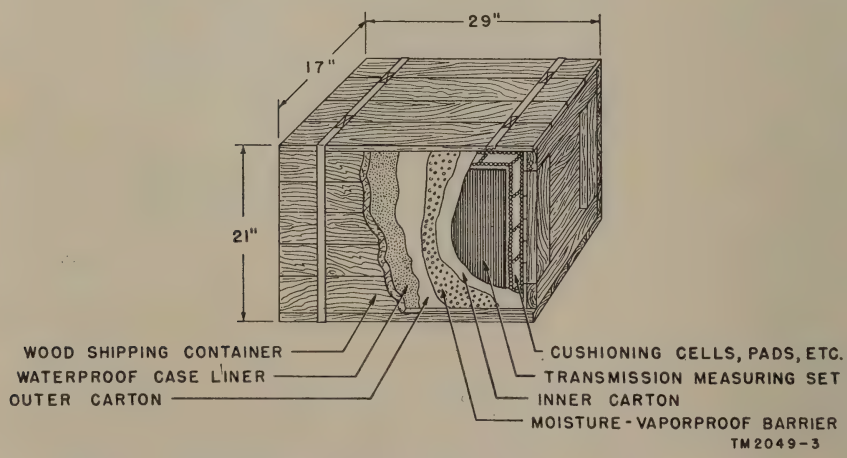

Figure 4. Packaging of Transmission Measuring Set TS–569/FT.
a. When packing for export shipment, place Transmission Measuring Set TS–569/FT in moisture-vaporproof containers and pack in a wooden crate. A cutaway view of a typical set packed for export is shown in figure 4. The size, weight, and volume of the packed equipment are given in the following chart:
a. UNCRATING, UNPACKING, AND CHECKING. Equipment may be shipped in oversea packing cases or in domestic packing cases and sometimes in its own carrying case. When new equipment is received, select a location where the equipment may be unpacked without exposure to the elements. When uncrating and unpacking Transmission Measuring Set TS–569/FT (fig. 4), be careful not to injure the equipment by thrusting tools into the interior of the container. Do not damage the packaging material more than necessary. After the test set has been unpacked, store the inside packaging material in the shipping container for future use. Equipment shipped in its own carrying case requires no special unpacking instructions aside from checking to determine that the equipment is not damaged.
b. STEP-BY-STEP INSTRUCTIONS FOR UNCRATING AND UNPACKING EXPORT SHIPMENTS (fig. 4).
(1) Cut and fold back the metal straps.
(2) Remove the nails with a nail puller and lift off the top of the shipping container.
(3) Cut the tape and seals of the case liner so that the waterproof paper is damaged as little as possible.
(4) Lift out the fiberboard pads used for blocking and bracing the equipment.
(5) Lift out the packaged test set. Carefully remove the waterproof wrap.
(6) Cut the tape sealing the top flaps of the carton in such a way as to leave the carton undamaged. Open the carton and remove the moisture-vaporproofed package.
(7) Cut off the moisture-vaporproof barrier. Remove the inner carton.
(8) Open the inner box and remove the top cushioning cells and/or pads. Remove the desiccant and packaged technical manuals. Lift out the measuring set.
(9) Store the interior packaging material (except the desiccant) in the inner carton for future use.
(10) Thoroughly inspect the equipment for possible damage during shipment.